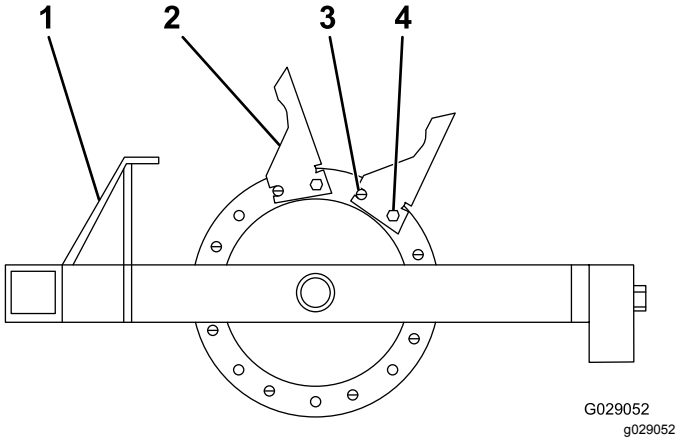

Figuur 9
1. Begin bij het buitenste gietstuk en monteer de tanden zoals afgebeeld in Figuur 9.
2. Monteer de 8 tanden op het gietstuk door middel van een rolpen en bouten (½" x 1¾"), en zorg dat de rolpen in de voorste stand staat (Figuur 9).